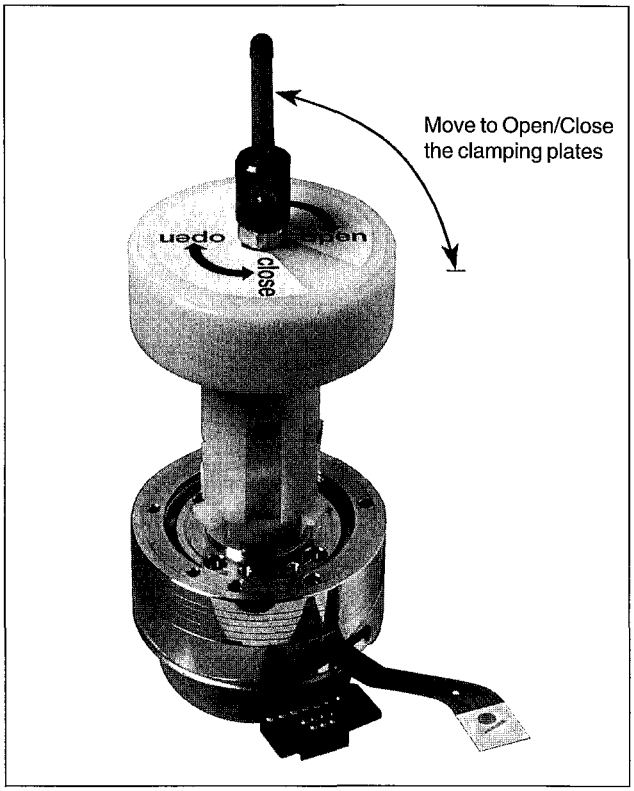

Fig. M4
- Position the upper tool's arm in the closed position, then place it on the upper clamping plate through the three holes. Turn the tool's arm 90° to the open position and remove the upper clamping plate from the upper cylinder (fig. M4).
• Position the tool evenly on the head disc, and fix the clamping element by bringing the arm to the "CLOSED" position (see fig. M4)